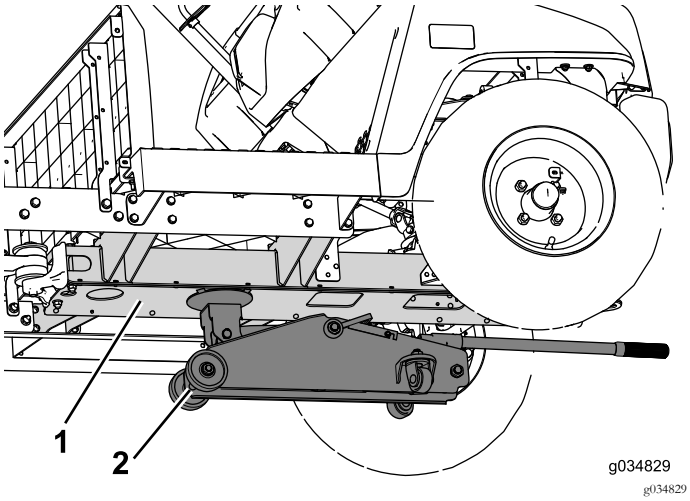

Figure 15
1. Utilisez un cric sous le profilé central pour soutenir l'avant de la machine (Figure 15).